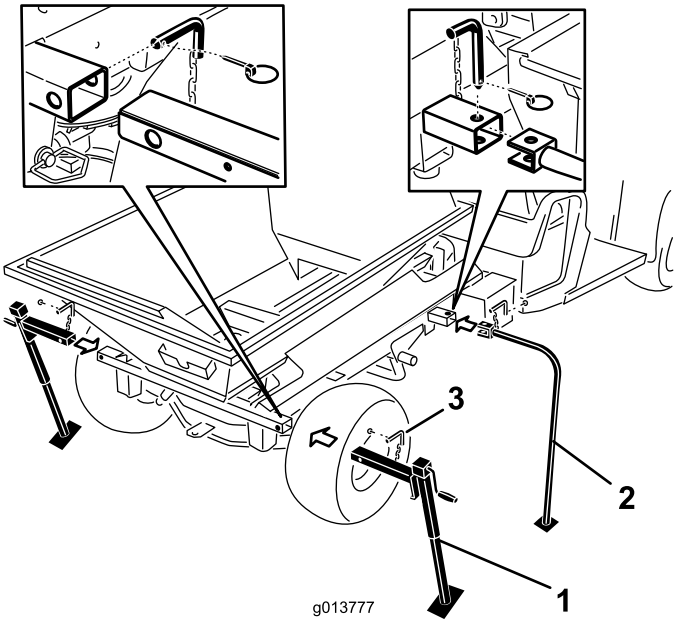

**Figur 49**
7. Indsæt de forreste støtteben og de bageste donkrafte i rørene på maskinen og fastgør dem med låsepindene (Figur 49).